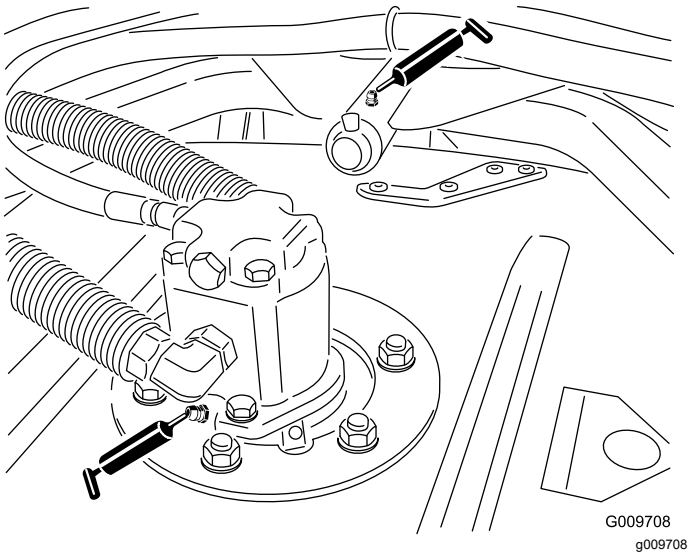

Figur 79
- Klippeenhetens spindelaksellager (2 per klippeenhet), som vist i Figur 79
- Klippeenhetens bærearmhylser (1 per klippeenhet), som vist i Figur 79